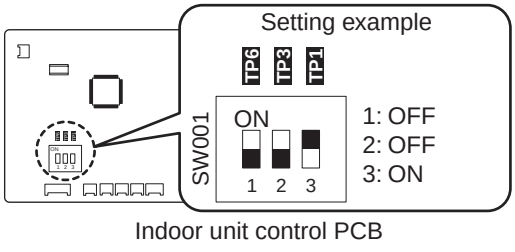

Fig. 1-11-1-2-1
(3) See Table 1-11-1-2-3, 1-11-1-2-4, 1-11-1-2-5 and Fig. 1-11-1-2-2 for details on the relationship between the value of item code “B0(b0)” and the external static pressure.
(4) When set in group control (connecting multiple indoor units with one wired remote controller), set each indoor unit to item code “B0(b0)”. When amending the setting after selecting [b. Manual setting] (due to airflow path changes, etc.), it is necessary to cancel [b. Manual setting] (change the dip switch). When [b. Manual setting] has not been cancelled, [c. Manual setting] and [d. Auto airflow volume setting] will be activated if selected, but [b. Manual setting] takes precedence when the power is switched back on after power outages, etc.
(5) If this is not completed within 8 minutes, check the operation mode, air speed and air inlet temperature.
(6) When set in group control (connecting multiple indoor units with one wired remote controller), the test run operations display will disappear once the external static pressure setting check or auto airflow volume control operation check have been completed for the main unit. However, it is not possible to determine whether sub-units have completed. The test run operation display will disappear after one hour even if the external static pressure setting check or auto airflow volume control operation heck have not been completed.
- **Be sure to check that the external static pressure is within the range for use and then make the setting. Failure to observe this may result in insufficient airflow or water leakages. See Fig. 1-11-1-2-2 for the external static pressure setting range.**
2. Open the electrical component box cover, then check the indoor unit control PCB. (Fig. 1-11-1-2-1)